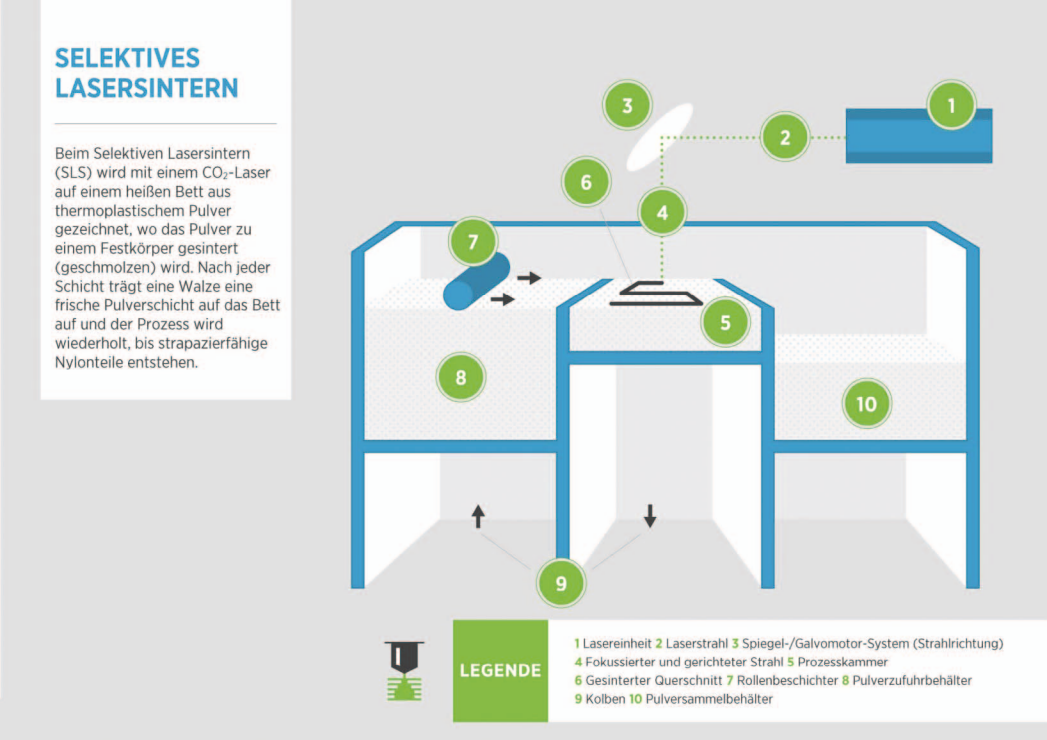

Bild 2: Selektives Lasersintern
- **Selektives Lasersintern:** Ein CO_2-Laser verschmilzt Schichten aus Polyamid-basiertem Pulver zu einem Festkörper; nach jeder Schicht verteilt eine Rakel eine frische Pulverschicht auf dem Bett, bis ein fertiges thermoplastisches Teil hergestellt ist (Bild 2)